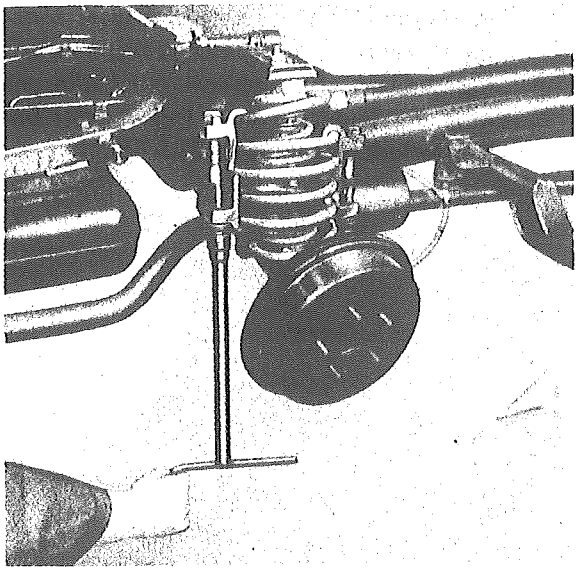

Bild HF 21 S/2
2. Die linke oder rechte Hinterfeder mit den Federspannern Wst 1902 so weit zusammendrücken, daß die zur Befestigung der Feder auf dem Tragrohr dienende Mutter noch bequem mit einem Gabelschlüssel gelöst werden kann (Bild HF 21 S/2).